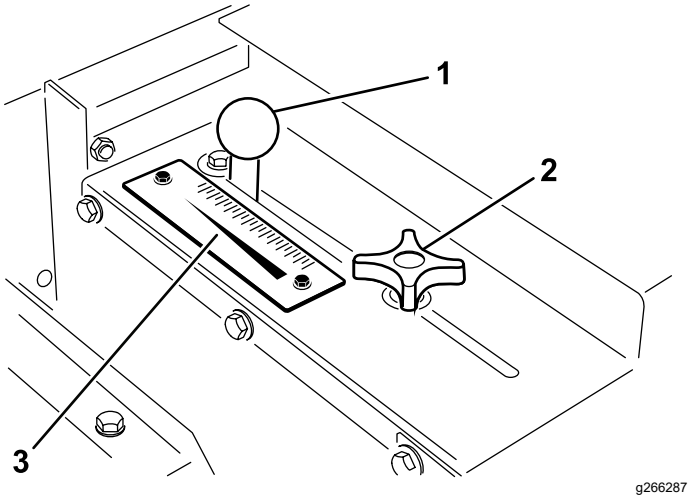

Figur 20
1. Løsne låseknotten (Figur 20) nok til at den kan gli fritt i sporet.
2. Sett lemknotten (Figur 20) i ønsket stilling og stram til låseknotten for å feste justeringen.
Bruk hastighetsskalaen (Figur 20) til å fastsette ønsket strømningshastighet. Se Hastighet for sandapplikasjon (side 18).